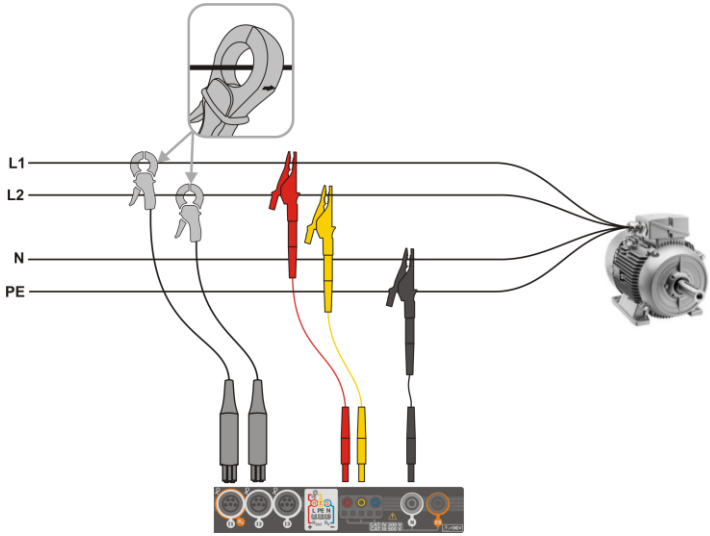

Fig. 5.4 Schema di collegamento – bifase
- bifase (split-phase) con avvolgimento separato del trasformatore (Fig. 5.4),